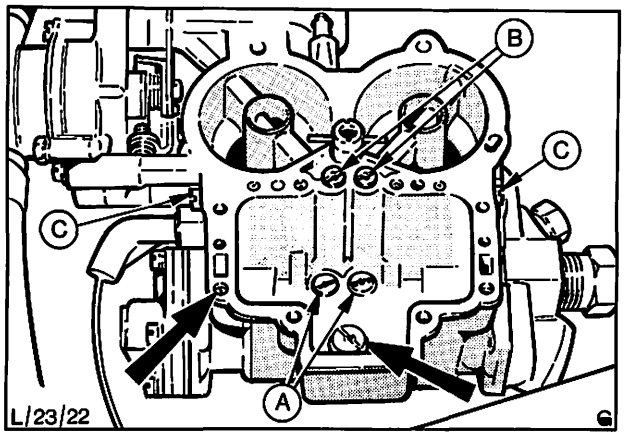
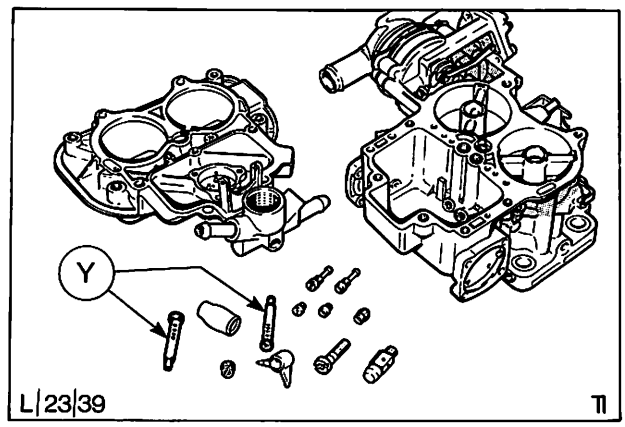

Abb. 62 Düsen, die zur Reinigung entfernt werden müssen
Abb. 65 Zu reinigende Teile
5. Düsen und Düsenstopfen aus dem Vergasergehäuse entfernen, Abb. 62.
Die Mischrohre sind in Abb. 65 durch „Y" gekennzeichnet und befinden sich neben den beiden Hauptdüsen, die in Abb. 62 mit „A" markiert sind.
10. Schwimmerkammer, Vergaserdeckel, Düsen und Filtersieb reinigen. Sicherstellen, daß alle Düsen und Düsensitze im Vergasergehäuse und Deckel gereinigt werden, Abb. 65.